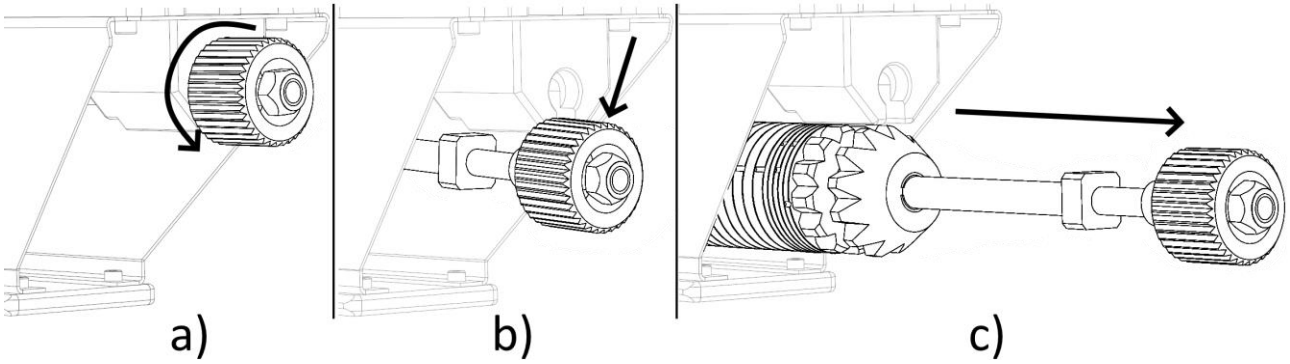

Fig. 3 - Estrazione della zavorra
- a) Girare in senso antiorario il pomello - Fig.3